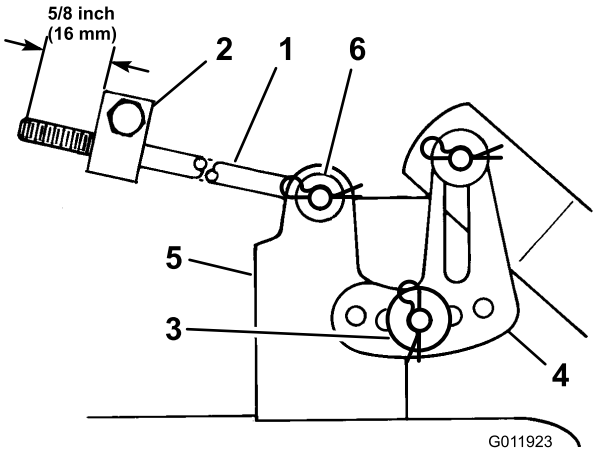

Figura 13
4. Togliete la coppiglia a forcina e la rondella dalla staffa di livellamento (Figura 13).
5. Per livellare la lama (o lame), riposizionate la staffa di livellamento in un foro diverso, e montate la rondella e la coppiglia a forcina (Figura 13).